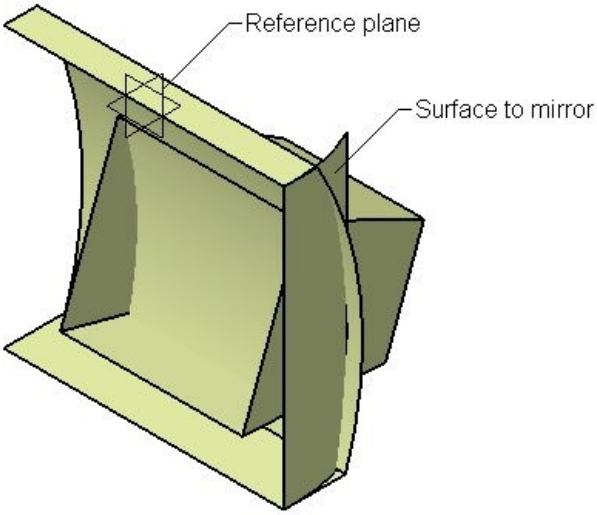
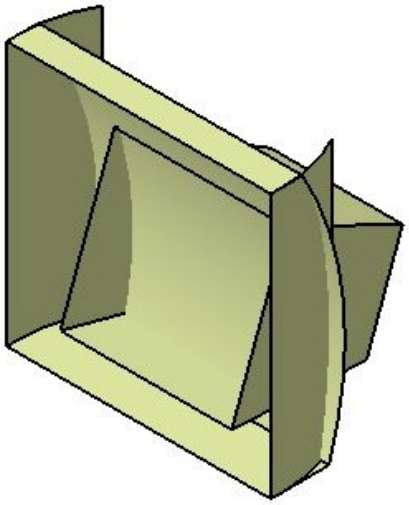

Figure 11-80 *Surface and reference to be selected*
Figure 11-81 *The mirrored surface*
20. Select the extruded surface as the element to be mirrored, as shown in Figure 11-80; you are prompted to select a reference point, line, or plane.
21. Select the zx plane as the reference plane, refer to Figure 11-80. The preview of the mirrored surface is displayed in the geometry area. Choose the **OK** button from the **Symmetry Definition** dialog box to create the mirror feature. The model after mirroring the extruded surface is shown in Figure 11-81.